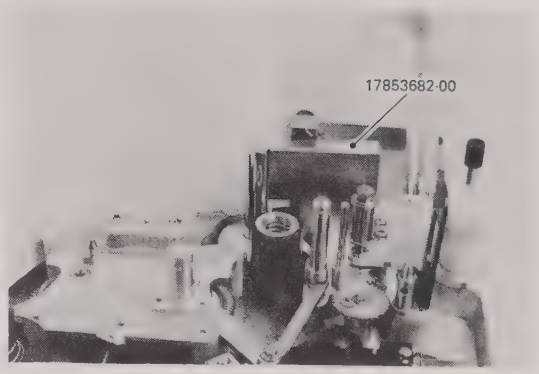

Fig. 5-16
9. Check that capstan motor is at right angle with mounting base, and if necessary, insert mylar sheet between capstan motor and mounting base to keep them exactly at right angle (See Fig. 5-16)